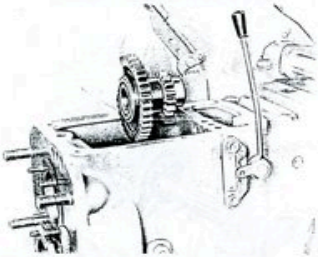

Fig. 207 - Smontaggio del cambio: asportazione degli ingranaggi fissi riduttore.
- togliere gli ingranaggi fissi riduttore cambio sull'albero primario (fig. 207);